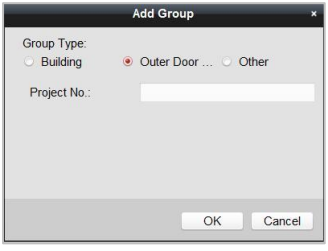

Figure 9-11 Group Adding Interface (Outer Door Station)
1) On the card management interface (Figure 9-11), check the checkbox(ex) of unauthorized card(s).